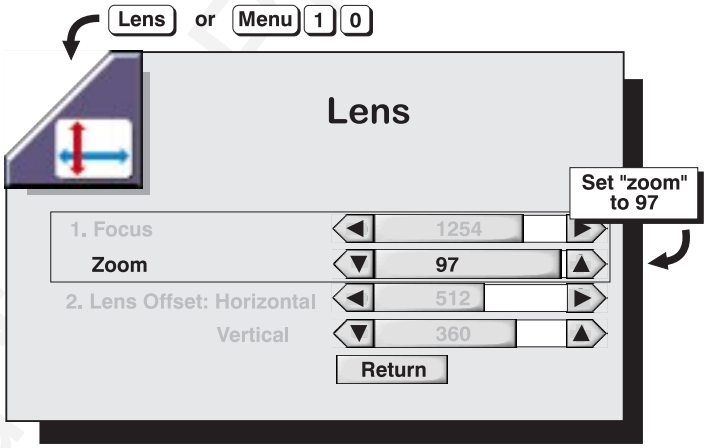

Figure 4-12. Set "Zoom" to 97
d) On the keypad, press Lens or Menu 1 0 to access the *Lens* menu. Set the lens *Zoom* setting to 97 (maximum). See Figure 4-12.